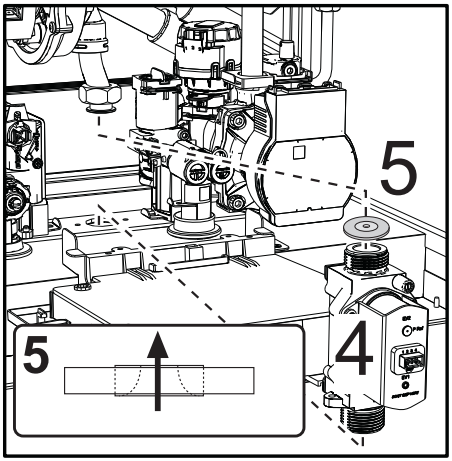

fig. 46
- Extraiga la válvula de gas **“4”** y el diafragma de gas **“5”** (fig. 46).